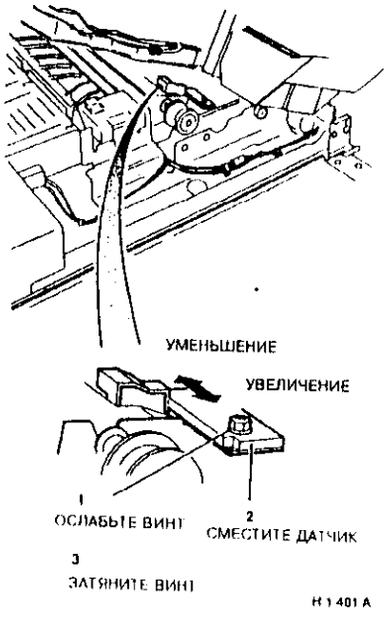

Рисунок 2. Регулировка регистрации верхней кромки
1. (Рисунок 2) Отрегулируйте положение регистрации верхней кромки (боковой сдвиг).